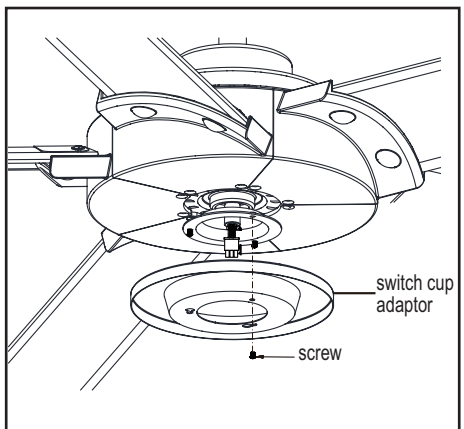

Figure 14
1. Remove one screw from the black bracket below the fan motor assembly. Loosen, but do not remove the other two screws. Align the key hole slots in the switch cup adaptor with the two screws in the black bracket. (Figure 14)
2. Turn the switch cup adaptor clockwise until the two screws are situated in the narrow end of the keyholes. Re-install the one screw that was removed in step 1. Tighten all three screws frmly. (Figure 14)